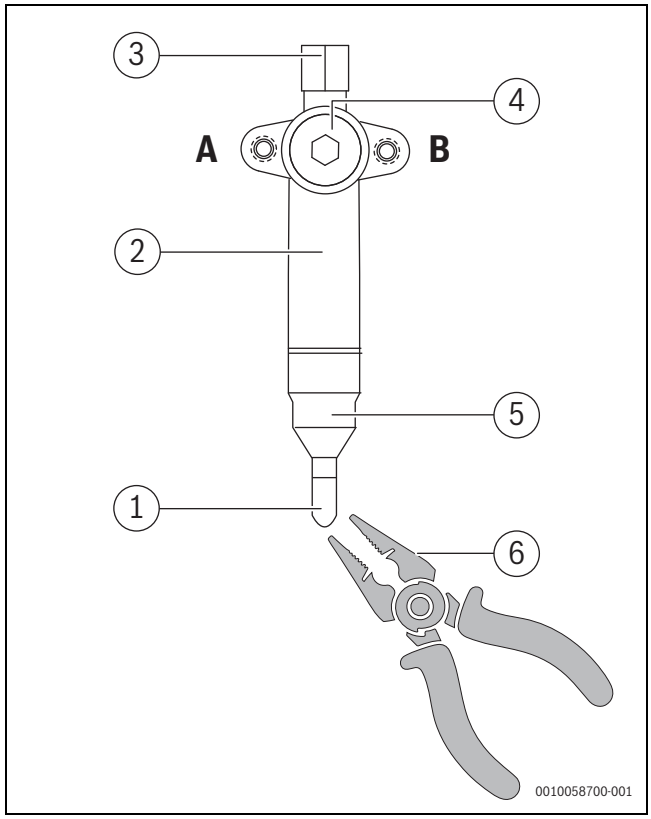

Fig. 20
- Véase la fig. 20 para más instrucciones.